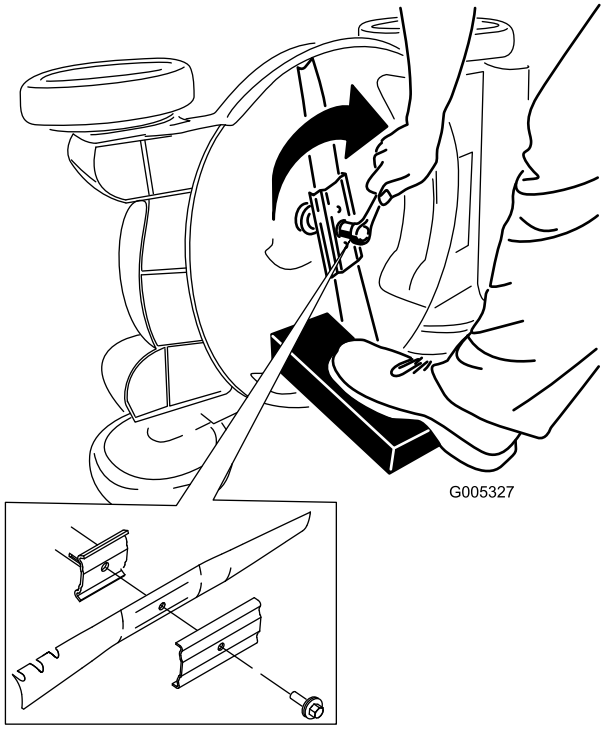

Figur 49
5. Sätt fast den nya kniven och alla monteringsdelar (Figur 49).
3. Spruta en vattenstråle framför det högra bakhjulet (figur 49) medan motorn är igång och kniven är inkopplad.